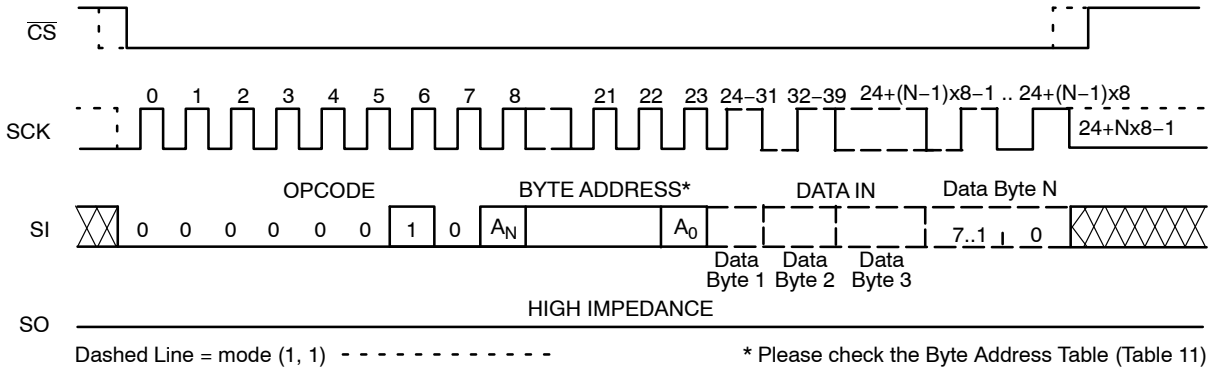

Figure 6. Page WRITE Timing
After sending the first data byte to the CAV25512, the host may continue sending data, up to a total of 128 bytes, according to timing shown in Figure 6. After each data byte, the lower order address bits are automatically incremented, while the higher order address bits (page address) remain unchanged. If during this process the end of page is exceeded, then loading will "roll over" to the first byte in the page, thus possibly overwriting previously loaded data. Following completion of the write cycle, the CAV25512 is automatically returned to the write disable state.
The additional 128−byte Identification Page (IP) can be written with user data using the same Write commands sequence as used for Page Write to the main memory array (Figure 6). ***The IPL bit from the Status Register must be set (IPL = 1) using the WRSR instruction, before attempting to write to the IP.***